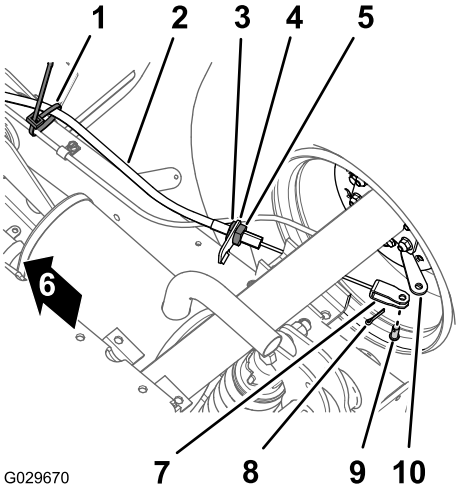

Figuur 50
1. Verwijder aan de onderkant van de machine de kabelklemband waarmee de kabel van de parkeerrem is bevestigd aan de leiding van de servicerem (Figuur 50).
2. Markeer de draairichting op de voorste contramoer voor de kabel van de parkeerrem (Figuur 50).
3. Zet de achterste contramoer los en verwijder de kabel van de beugel van de remkabel (Figuur 50).
4. Verwijder de borgpen en de gaffelpen waarmee de gaffel voor de kabel van de parkeerrem is bevestigd aan de remhendel en verwijder de kabel van de hendel (Figuur 50).
1. Leid de schroefregelaar van de kabel van de parkeerrem naar de beugel van de remkabel en de gaffel naar de remhendel (Figuur 50).
3. Lijn de schroefregelaar van de kabel van de parkeerrem uit met de beugel van de remkabel en zet de achterste contramoer vast (Figuur 50).